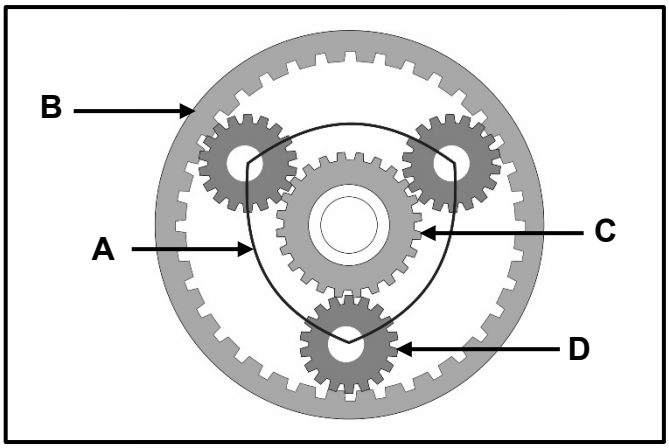

FIGUUR 9.2
9.2 FIGUUR 9.2 hieronder toon 'n enkel episikliese ratstelsel. Beantwoord die vrae wat volg.